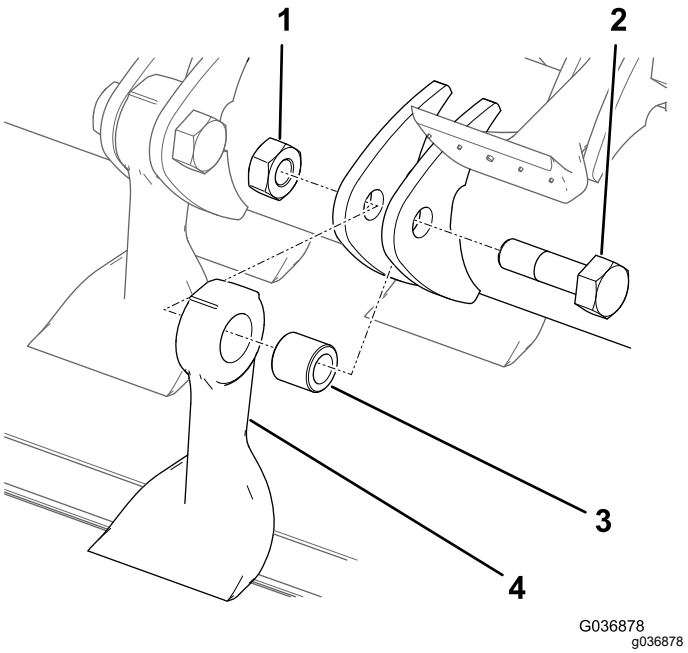

Figur 74
8. Hold om skærekniven med en klud eller en tyk handske, og fjern møtrikken, bolten, bøsningen og skærekniven (Figur 74).
10. Monter en ny skærekniv og bøsning med en ny møtrik og skæreknivsbolt (Figur 74).